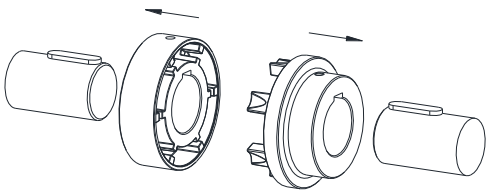

Bild 6: Montage der Naben
- Montieren Sie das Nocken- und Taschenteil auf die Welle der An- und Abtriebsseite (siehe Bild 6).
- Montieren Sie das Taschenteil auf die Welle der Abtriebsseite (siehe Bild 6).